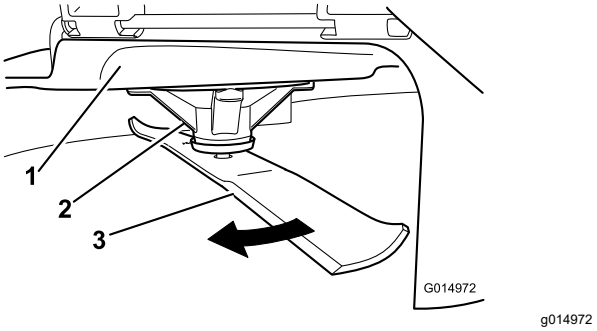

Figuur 57
2. Trek dikke handschoenen of andere adequate handbescherming aan en draai langzaam het mes in een stand die meting mogelijk maakt van de afstand tussen de maairand en het egale oppervlak waarop de machine staat (Figuur 57).